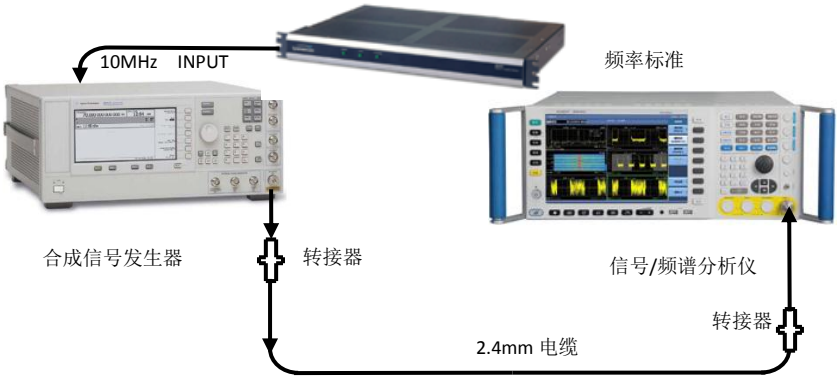

图8.2 频率参考测试示意图
1） 按照图 8.2 连接频率标准输出至信号发生器的 10MHz IN，由外部频率标准为合成信号发生器提供参考频率。合成信号发生器的射频输出接到 4051 的输入端口（如没有频率标准，可用具有高稳定频率参考的频率计代替）。
1) 按照图 8.2 连接测试设备，信号发生器的信号输出端接信号/频谱分析仪的信号输入端。